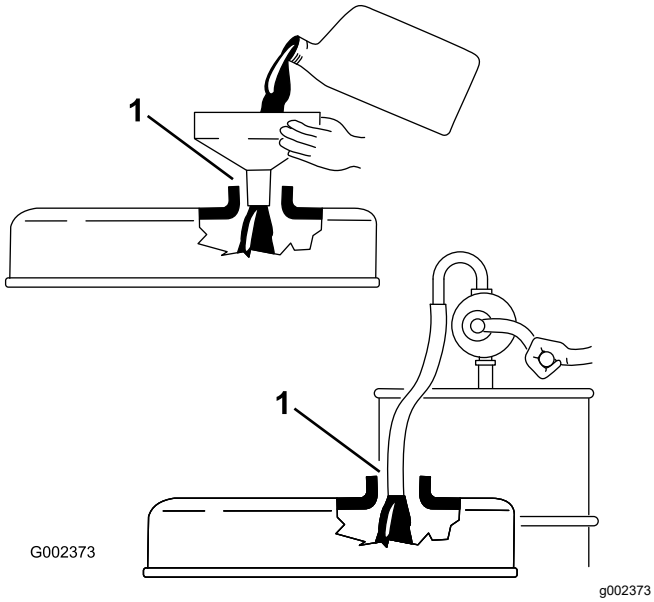

**Figuur 16**
***Belangrijk:*** **Als u motorolie bijvult, moet u ervoor zorgen dat er enige afstand is tussen de vulinrichting en de vulopening in het klepdeksel, zoals is aangegeven in Figuur 16. Hierdoor kan er tijdens het vullen lucht ontsnappen, zodat de olie niet overloopt en in de ontluchtingsinrichting terechtkomt.**